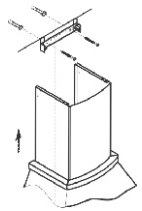

рис. 7
- сделайте отметку по верхнему краю фальштрубы и проведите горизонтальную линию рис. 7 (фальштрубу опустите внутрь вытяжки);
- приложите кронштейн к стене, как показано на рис. 7. Осевая линия кронштейна должна совпадать с осевой линией вытяжки, а верхний край с ранее проведенной горизонтальной линией